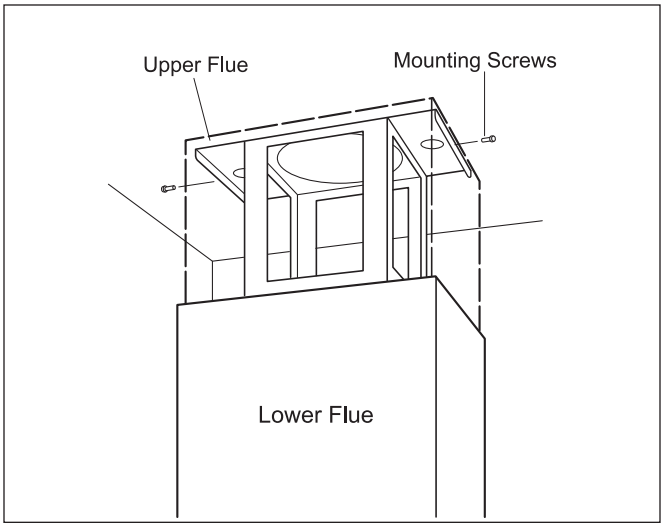

Figure 2-14 Upper Chimney Flue Mounting
6. Secure the upper telescopic chimney f ue section to the upper support frame. (See Figure 2-14)